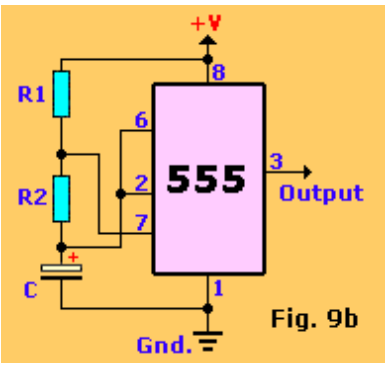

Fig. 9b
Astable operation: Figure 9b shows the 555 connected as an astable multivibrator. Both the trigger and threshold inputs (pins 2 and 6) to the two comparators are connected together and to the external capacitor. The capacitor charges toward the supply voltage through the two resistors, R1 and R2. The discharge pin (7) connected to the internal transistor is connected to the junction of those two resistors.
The 555, when connected as shown in Fig. 9b, can produce duty-cycles in the range of approximately 55 to 95%. A duty-cycle of 80% means that the output pulse is on or high for 80% of the total period. The duty-cycle can be adjusted by varying the values of R1 and R2.